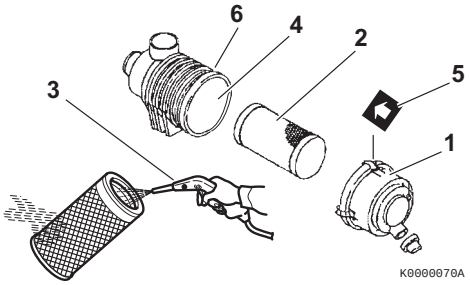
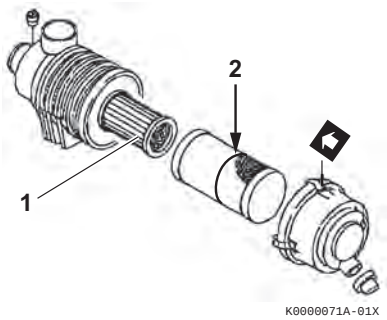

Figure 13
Figure 14
Note that a typical air cleaner is shown in **Figure 13** and **Figure 14** for illustrative purposes only.
1. Unlatch and remove the air cleaner cover **(Figure 13, (1))**.
2. Remove the element **(Figure 13, (2))** (outer element if equipped with two elements).
3. Blow air **(Figure 13, (3))** through the element from the inside out using 42 - 71 PSI (0.29 - 0.49 MPa, 3.0 - 5.0 kgf/cm^2) compressed air to remove the particulates. Use the lowest possible air pressure to remove the dust without damaging the element.
4. If the air cleaner is equipped with a double element, only remove and replace the inner element **(Figure 14, (1))** if the engine lacks power or the dust indicator actuates (if equipped).
7. Reinstall the element into the air cleaner case **(Figure 13, (4))**.
*Note: If there is a red line **(Figure 14, (2))** in the outer element, reinsert the element until the overlap position of red line and end face of the air cleaner case.*
8. Reinstall the air cleaner cover making sure you match the arrow **(Figure 13, (5))** on the cover with the arrow on the case **(Figure 13, (6))**.
Replace the air cleaner element **(Figure 13, (2))** every 500 hours even if it is not damaged or dirty.
When replacing the element, clean the inside of the air cleaner case **(Figure 13, (4))**.
If the air cleaner is equipped with a double element, *only remove and replace the inner element* **(Figure 14, (1))** *if the engine lacks power or the dust indicator actuates (if equipped).* This is in addition to replacing the outer element.